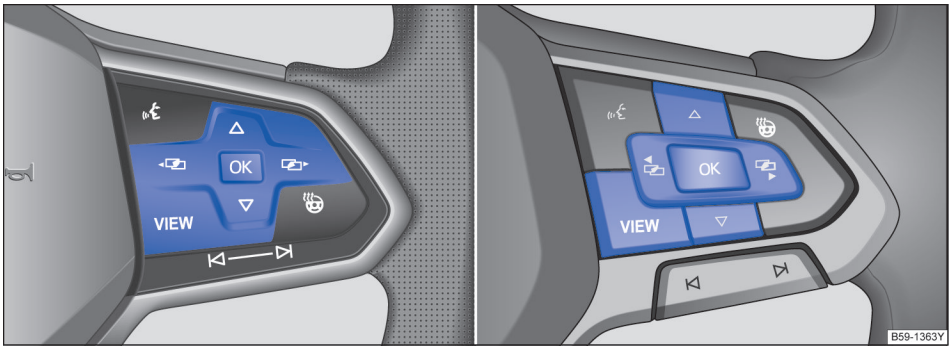

图 20 多功能方向盘右侧：用于操作信息显示器中菜单的按钮
– 若显示屏显示一条信息或车辆图形符号，按压多功能方向盘上的按钮 OK →图 20，可能需按数次按钮。
– 用多功能方向盘操作：如需浏览选择菜单，按压按钮 或 →图 20
– 如需打开选择菜单里的菜单显示项或信息显示项，按压多功能方向盘上的 OK 按钮→图 20，或等待数秒钟，直至系统自动打开菜单或显示信息。
– 按压多功能方向盘上的 OK 按钮→图 20，进行所需更改。“✓”表示所选的某个特定系统或功能处于激活状态。
– **用多功能方向盘返回：**按压 或 →图 20 即可返回选择菜单。